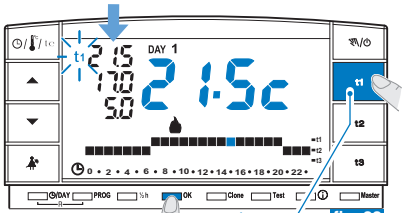

fig. 33
- Dentro de 8 segundos presionar al mismo tiempo la respectiva tecla (**t1** o **t2**) y la tecla **OK**; al confirmar el desbloqueo las cifras de la temperatura al lado de la sigla (**t1** o **t2**) dejan de parpadear (ejemplo fig. 33).